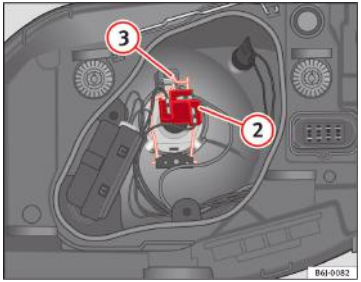

Fig. 154 Faza scurtă / faza lungă, farul simplu
– Scoateți conectorul ⇒fig. 154 (2) din bec.
– Deconectați resortul de fixare ⇒fig. 154 (3) apăsându-l în interior şi către dreapta.